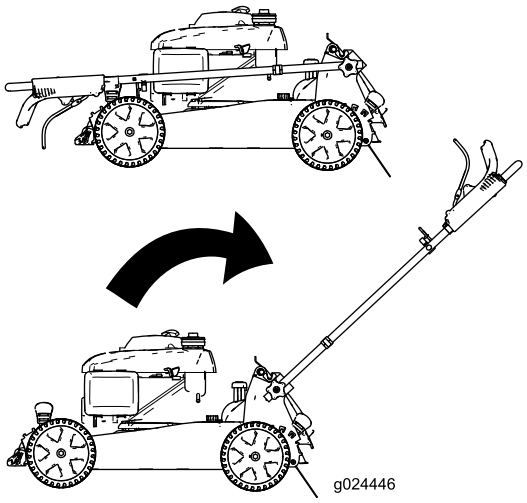

Figura 4
2. Mueva el manillar a la posición de operación (Figura 4).